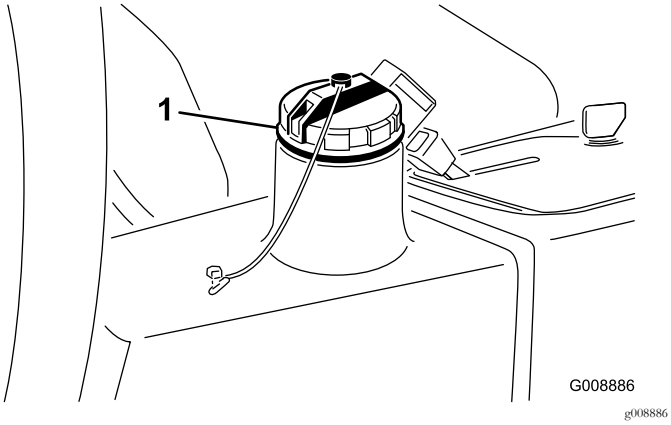

Rysunek 76
4. Napełnij zbiornik (Rysunek 76) ok. 13,2 litra świeżego oleju hydraulicznego, patrz Przegląd układu hydraulicznego (Strona 32).